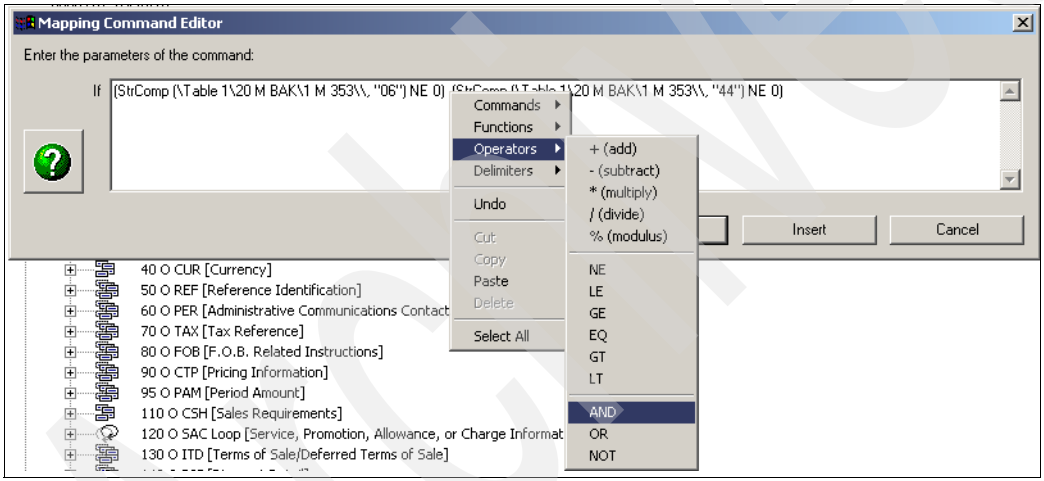

Figure 18-45 Link mapping commands
12. Finally we need to link these two mapping commands with a logical `and` operator. In the Mapping Command Editor, position the cursor between the two mapping commands displayed, right-click, and select **Operators** → **AND** as shown in Figure 18-45.